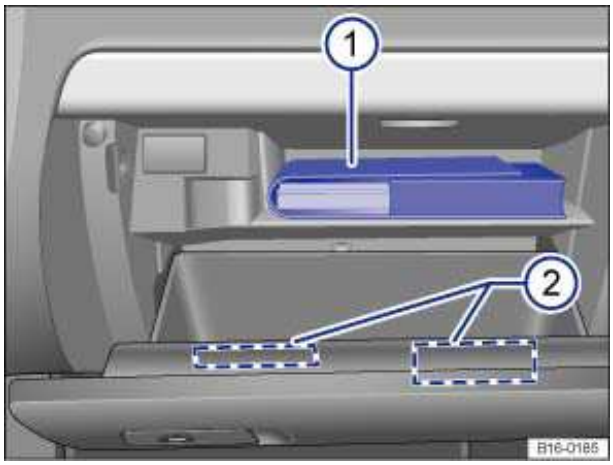

Fig. 94 Inside the glove compartment.
Key to ⇒ fig. 94:
The Owner's Manual is in this glove compartment slot ⇒ fig. 94 (1).